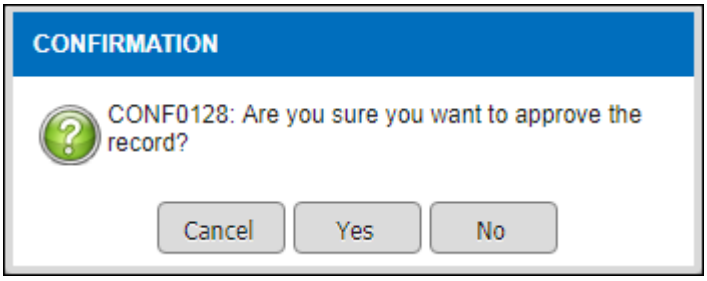

Figure 3.11-6 Alert Messages
- *If click on the* Yes *button, record will be approved saved as shown in Figure 3.11-6.*
- *If click on the* No *button, record will not be approved saved as shown in Figure 3.11-6.*